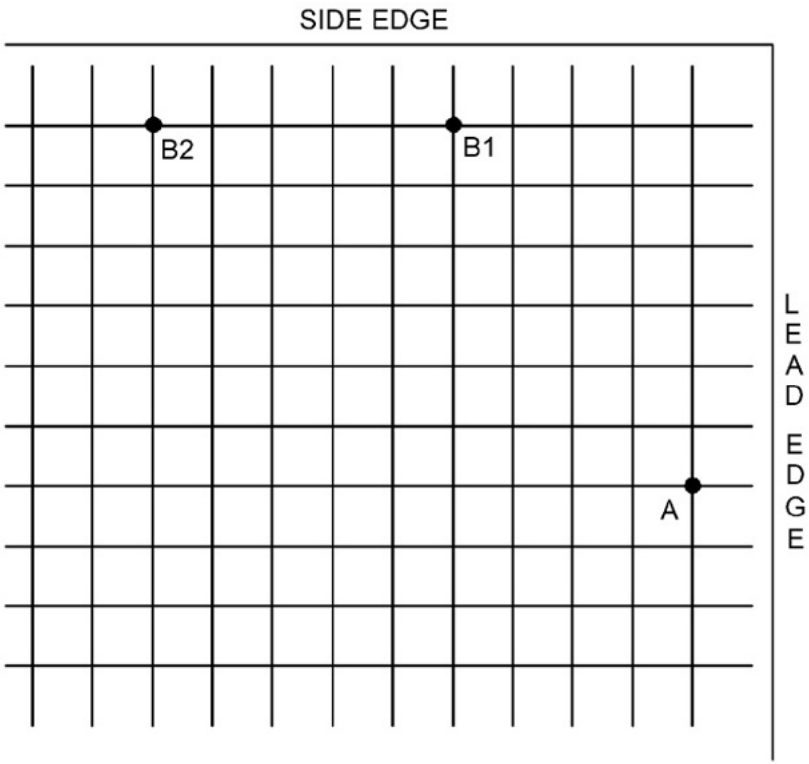

Figure 1 Test Pattern Measurement Points
9. Take the third print and measure from the lead edge to point A (as shown on Figure 1). Point A is at the intersection of the 7th line from the side edge and the first line from the lead edge.
4. Take the third print and measure from the lead edge to point A (as shown on Figure 1). Point A is at the intersection of the 7th line from the side edge and the first line from the lead edge.